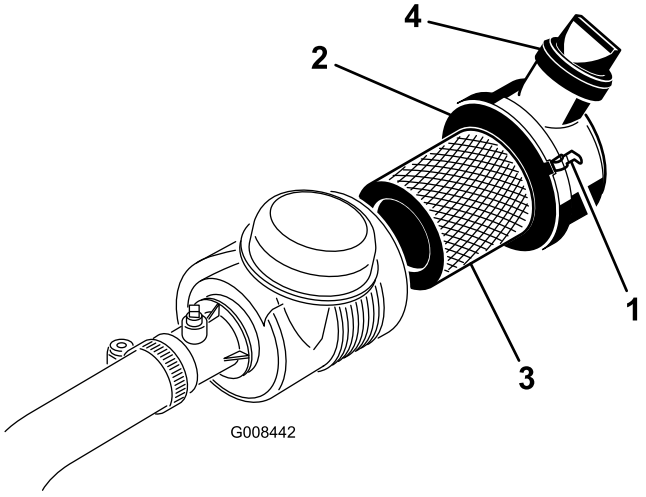

Figuur 37
1. Maak de sluitingen los waarmee het deksel van het luchtfilter is bevestigd aan de luchtfilterbehuizing (Figuur 37).
6. Plaats de afdekking terug en maak de sluitingen vast (Figuur 37).